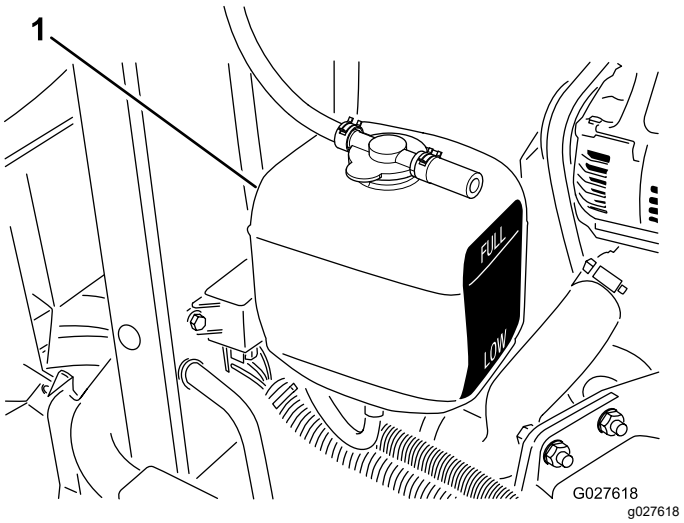

**Figur 68**
2. Kontroller kjølemiddelnivået i ekspansjonstanken (Figur 68).